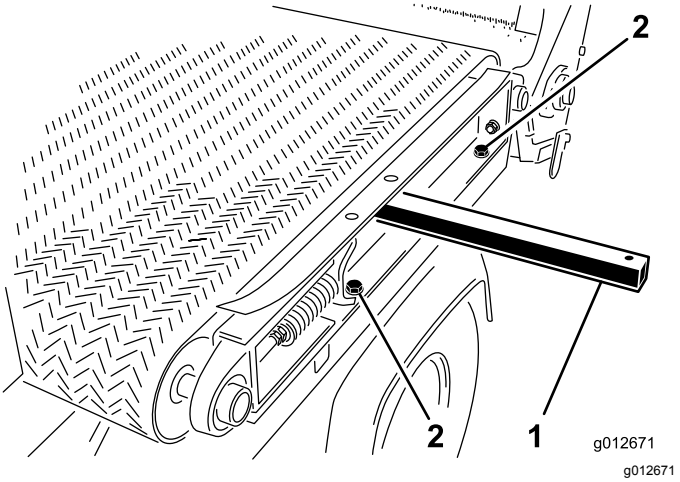

Figuur 29
5. Maak aan de linkerkant van de machine 2 inbusbouten en 2 ringen los waarmee de glijframerail is bevestigd aan het linker spatscherm (Figuur 29).
1. Plaats een hefstang door de opening aan de linker glijframerail en breng de hefstang omhoog om de framerail lichtjes te kantelen; zie Figuur 29 in De glijband demonteren (bladz. 24).